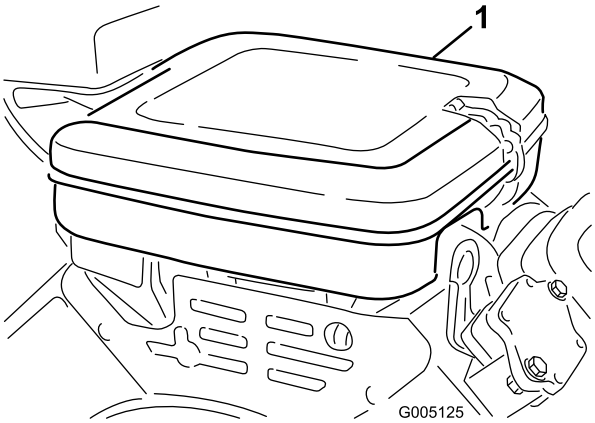

Figuur 42
1. Maak de sluitklemmen los en verwijder het luchtfilterdeksel (Figuur 42). Reinig het deksel grondig.